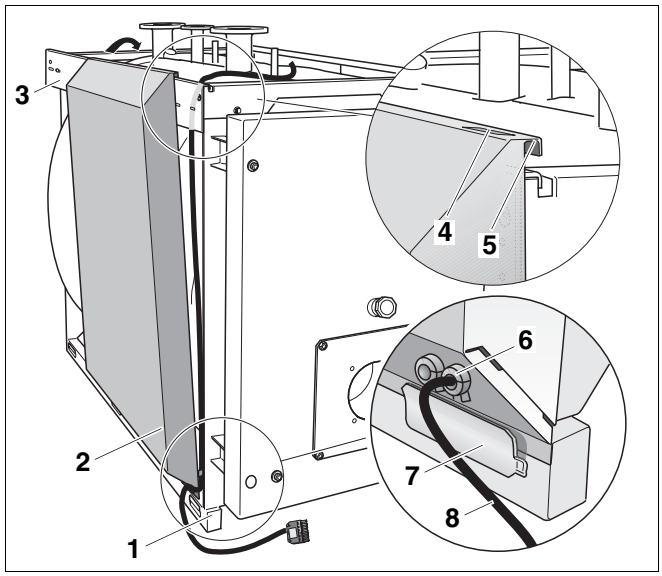
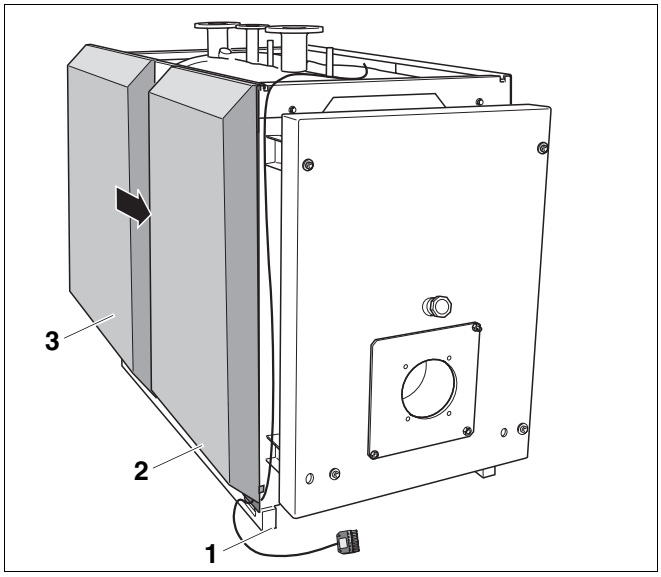

Рис. 23 Установка передней левой боковой стенки
Рис. 25 Установка задней левой боковой стенки
- Провести кабель горелки с фиксатором провода (рис. 23, **поз. 8**) со стороны шарнира под боковой траверсой (рис. 23, **поз. 3**) до рамы корпуса котла (рис. 23, **поз. 1**).
- Приставить переднюю левую боковую стенку (рис. 23, **поз. 2**) (если дверь навешивается справа – правую боковую стенку) к корпусу котла.
- Кабель горелки с фиксатором провода (рис. 23, **поз. 8**) провести через кабельный проход (рис. 23, **поз. 6**) передней левой боковой стенки (рис. 23, **поз. 2**). Соединительный штекер горелки (большой) остается снаружи.
- Вырез передней левой боковой стенки (рис. 23, **поз. 4**) должен быть обращен к передней стенке котла.
- Переднюю левую боковую стенку (рис. 23, **поз. 2**) установить сзади язычков на раме котла (рис. 23, **поз. 7**).
- Подвесить переднюю левую боковую стенку (рис. 23, **поз. 2**) с отбортовкой (рис. 23, **поз. 5**) на боковую траверсу (рис. 23, **поз. 3**).
- Сдвинуть переднюю левую боковую стенку (рис. 23, **поз. 2**) назад таким образом, чтобы она прилегала к боковой траверсе (рис. 23, **поз. 3**).
Для упрощения монтажа задней левой боковой стенки (рис. 25, **поз. 3**) ее можно подвесить не вплотную к передней левой боковой стенке (рис. 25, **поз. 2**).
- Установите заднюю левую боковую стенку так, чтобы она несколько выступала за заднюю стенку котла (рис. 25).
- Вырез задней левой боковой стенки должен быть обращен к задней стенке котла (рис. 23**,** стр. 31).
- Установить заднюю левую боковую стенку (рис. 25, **поз. 3**) за язычки на раме котла (рис. 23**,** стр. 31).
- Подвесить заднюю левую боковую стенку (рис. 25, **поз. 3**) с отбортовкой (рис. 23**,** стр. 31) на боковую траверсу (рис. 23**,** стр. 31) и продвинуть ее вперед к передней левой боковой стенке (рис. 25, **поз. 2**).